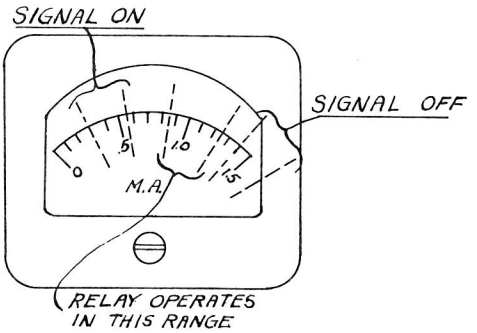

FIG 4
9.2 The relay is set at the factory to drop out (actuate the escapement) at approximately .85 milliamps and pull in (release the escapement) at 1.2 milliamps. (See Fig. 4).